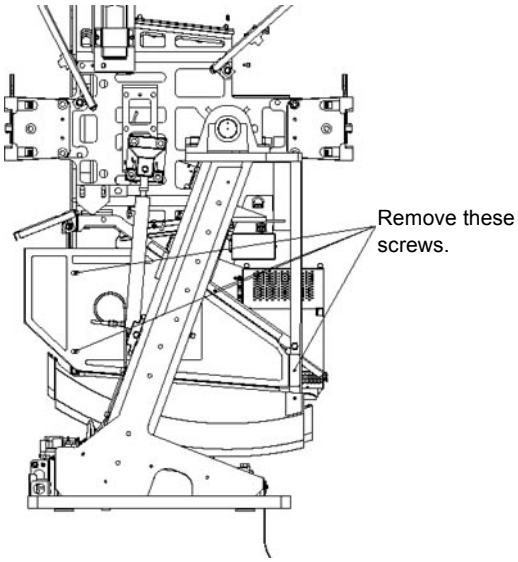

Figure 8-55 Left Side Tilt Regulatory Cover Removal
3.) As shown in Figure 8-55, remove the four screws, four lock washers, and four washers fastening the cover to the gantry **HEMRC** cover and the front cover angle.